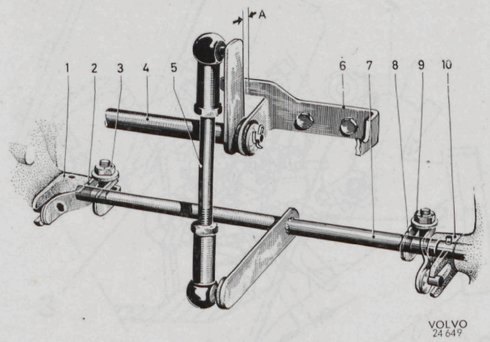
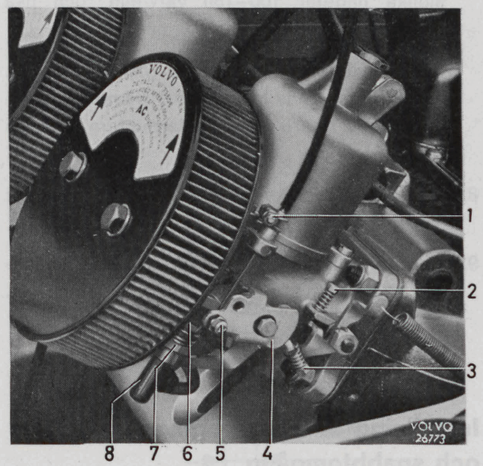

Bild 30. Mellanaxel och hävarmar.
Bild 31. Reglage.
2. För in mellanaxeln i sitt läge mellan förgasarna, se bild 30. Se till att skärmplåten är felfri och tätningsytorna rena.
1. Anbringa ett bladmått 0,5 mm vid "A" bild 30 mellan hävarmen och dess anslag. Skruva ut snabbtomgångs- och tomgångsskruvarna (2, bild 31) så att spjällen stänges helt.
2. Lossa muttrarna (3 och 9, bild 30) och tryck ytterändan av hävarmarna (2, 8) på mellanaxeln försiktigt nedåt så att medbringarpinnarna nätt och jämnt får kontakt med undre tanden på spjällaxlarnas hävarmar (1, 10). Obs! Tryck ej så hårt att gasspjället påverkas. Dra åt muttrarna (3, 9) i detta läge. Tillse att mellanaxeln kan skjutas något fram och tillbaka. Den får ej klämma t. ex. genom att hävarmarna (2, 8) monteras för nära förgasarna.
4. Vrid tomgångsskruvarna (2 bild 31) så att de just berör spjällhävarmarna då spjällen är stängda. Skruva därefter in dem 1/2 varv.
2. Lossa skruven (5, bild 31) för dragtråden. Lyft hävarmen så mycket att munstycket just börjar sänkas.
3. Ställ in snabbtomgångsskruven (3) så att den precis berör snabbtomgångskammen på hävarmen (4) då munstycket börjar påverkas enligt föregående punkt. Dra fast låsskruven för dragtråden i detta läge.